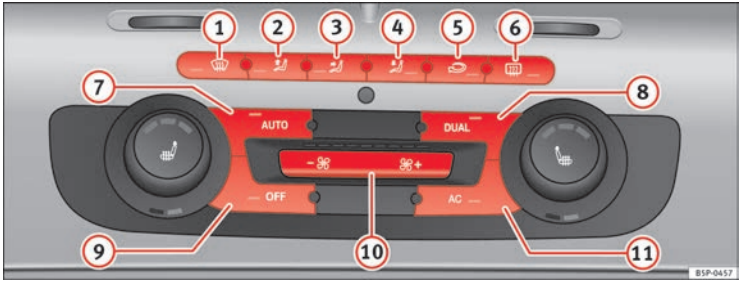

Fig. 111 On the dash panel: 2C Climatronic controls
– Turn the temperature control knobs ⇒ fig. 111 (9) or (14) in order to adjust the temperature on the left hand side or the right hand side respectively.
– Press the AUTO ⇒ page 149, fig. 111 button. “AUTO High” is shown on the radio display (high fan speed).
– Press the AUTO button again ⇒ page 149, fig. 111. “AUTO Low” is shown on the radio display (low fan speed).